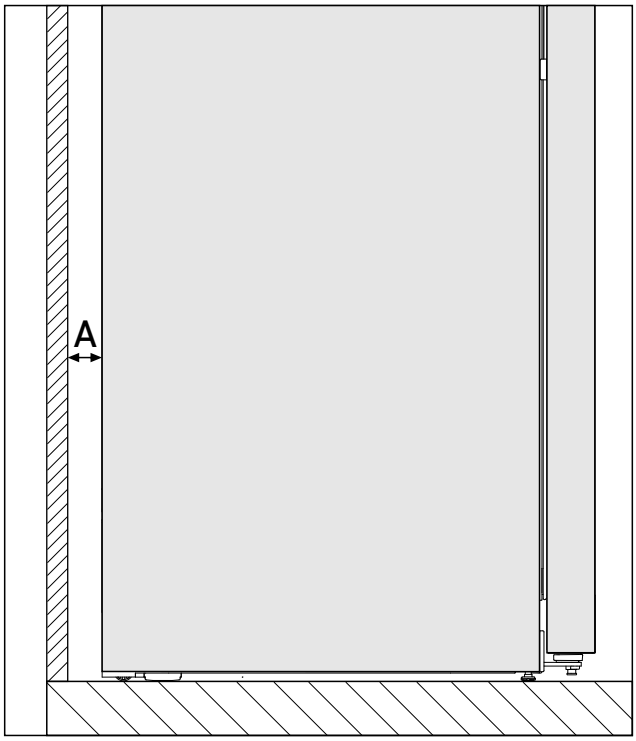

*Fig. 2 **
Spotřeba energie byla zjištěna s ohledem na vzdálenost od stěny *Fig. 2 (A)* mezi zadní stranou spotřebiče a stěnou. Pokud je vzdálenost od stěny menší než *Fig. 2 (A)*, nemá to žádný vliv na funkčnost spotřebiče, avšak při menší vzdálenosti od stěny se mírně zvýší spotřeba energie.